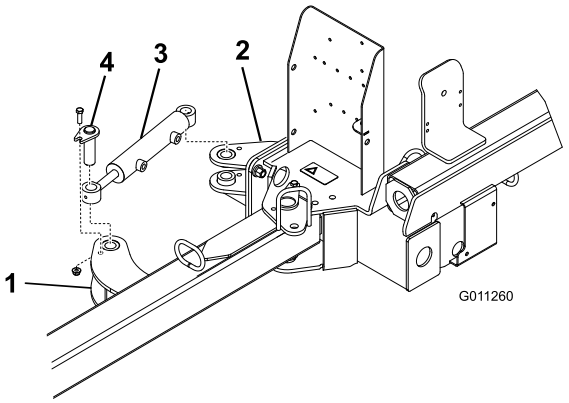

Figur 6
2. Fäst hydraulcylinderns ändar på ett ledfäste med sprintar, en skruv (3/8 x 1–1/4 tum) och en flänsmutter (3/8 tum)Figur 6.